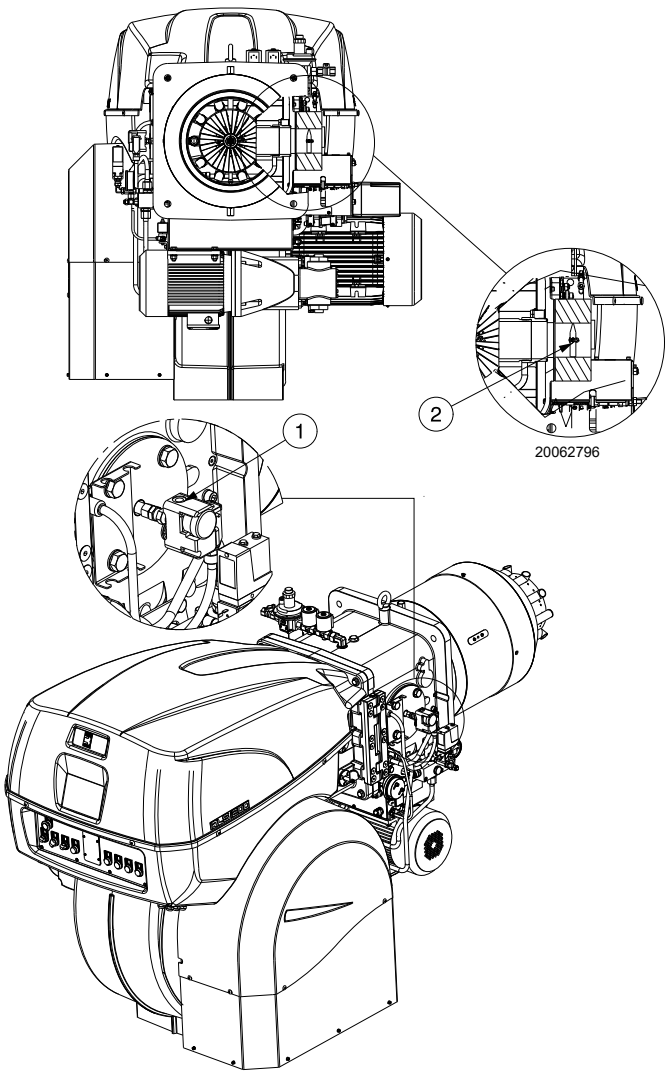

Fig. 24
Pression de gaz mesurée à la prise 1)(Fig. 24), avec :
Perte de charge vanne papillon gaz 2)(Fig. 24) avec ouverture maximale : 90°.
– soustraire de la pression du gaz à la prise 1)(Fig. 24) la pression dans la chambre de combustion.
Pression de gaz à la prise 1)(Fig. 24) = 44,2 mbars
Pour connaître par contre la pression de gaz nécessaire à la prise 1) (Fig. 24), après avoir défini la puissance de modulation maximale à laquelle on désire faire fonctionner le brûleur :
– Lire sur la droite, colonne 1, la pression à la prise 1) (Fig. 24).
Pression nécessaire à la prise 1)(Fig. 24).